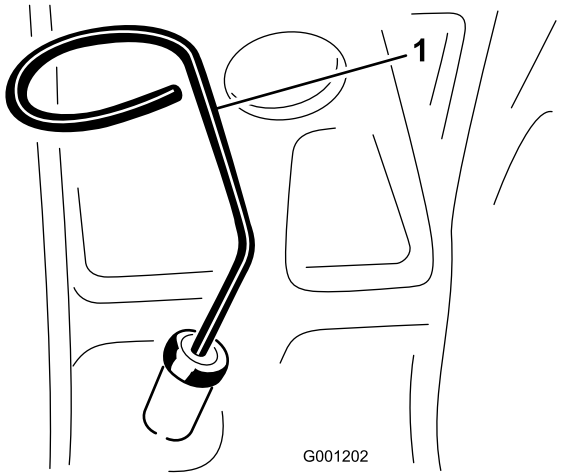

Figur 21
2. Ta bort oljestickan (Figur 21), torka av den och sätt tillbaka den. Ta ur oljestickan och kontrollera oljenivån. Oljenivån ska nå upp till markeringen Full på oljestickan.